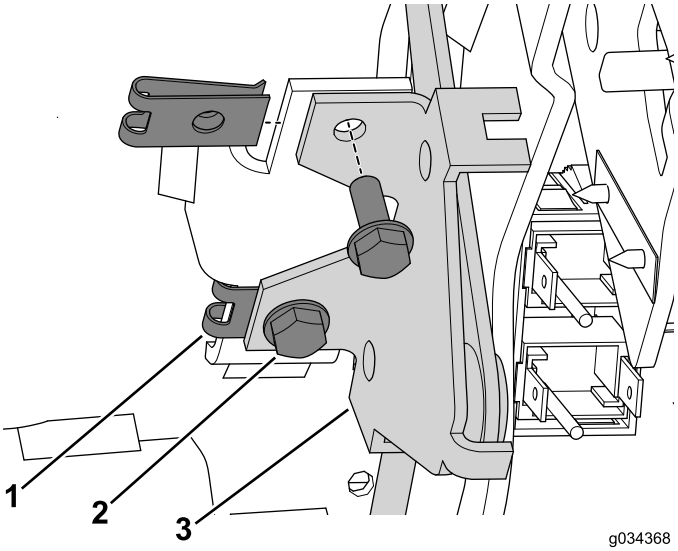

Figure 19
3. Install the speed nuts onto the mount on the console assembly (Figure 19).
4. Use the 2 bolts (#10 x 1/2 inch) to secure the choke-lever assembly to the console (Figure 19).